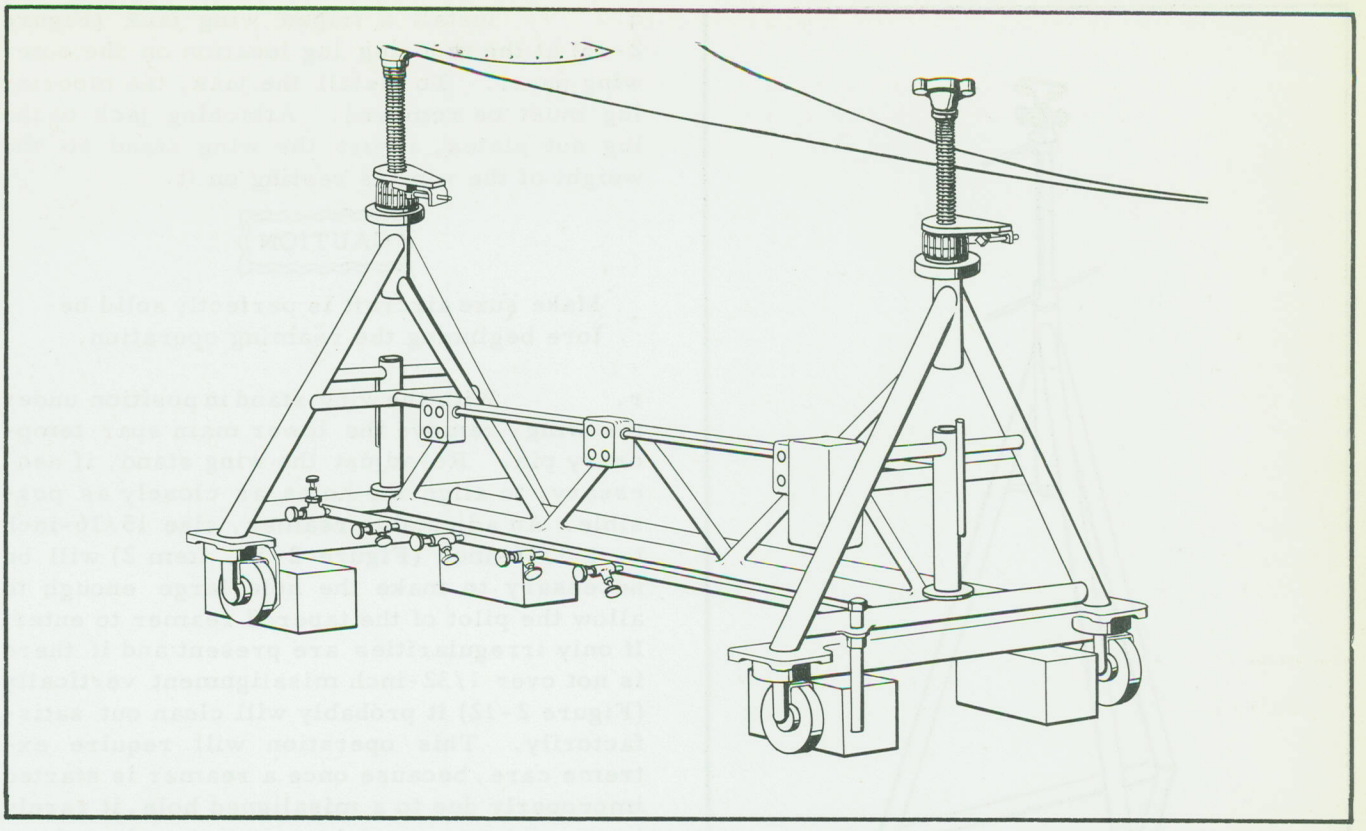

Figure 2-16 Main Jacks on Wooden Blocks
j. Using a screw-type main jack (Figure 2-16) resting on wooden blocks with metal caps, jack the aircraft, making sure it is perfectly solid. A hydraulic jack is not preferred, since it may let down slightly, throwing the wing fittings out of line during the reaming operation.